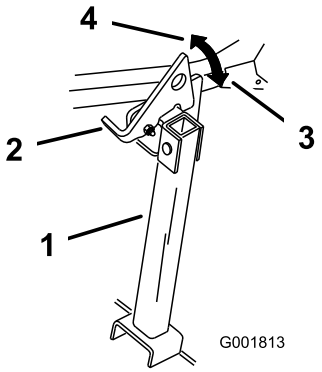

Figuur 36
2. Zet de vergrendeling omhoog in de ontgrendelde stand (Figuur 36).